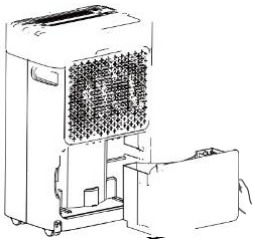

Fig. 1
1. Scoateți rezervorul din partea din spate a aparatului (Fig. 1).